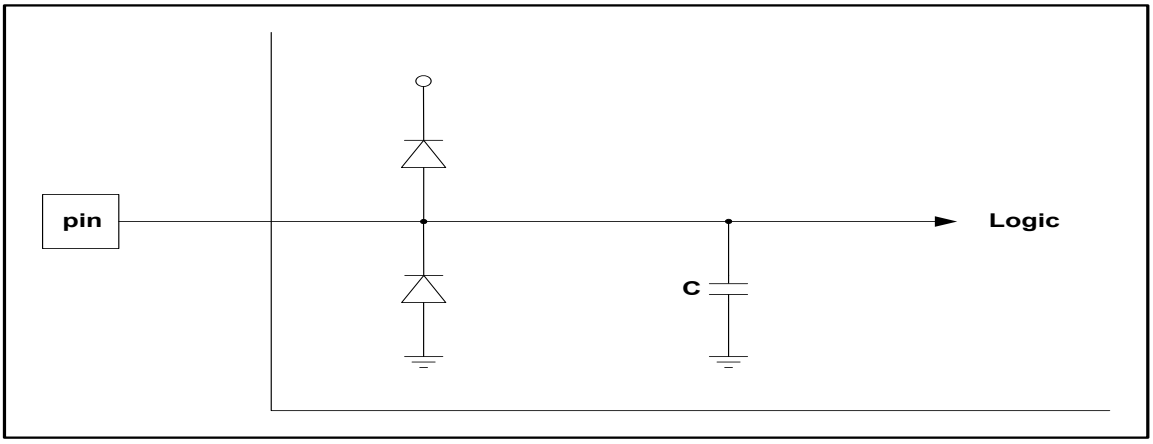

Figure 2-1 ESD protection circuit
ESD protection circuit for the whole chip is achieved as shown in Figure2-1. It can be protected against two widely used industry standard ESD test models: Human Body Model (HBM) and Machine Model (MM). Both models test each pin against every other pin and/or a power/ground supply using a positive and a negative pulse.